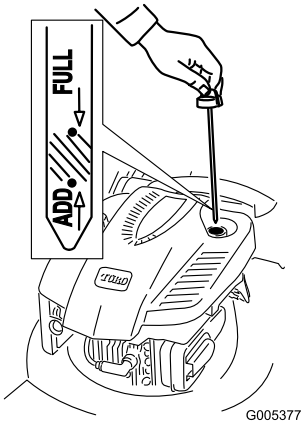

Figura 10
1. Togliete l'asta di livello (Figura 10).
2. Versate **lentamente** l'olio nel tubo di riempimento finché non raggiunge il segno di **pieno** sull'asta (Figura 10). **Non riempite troppo.**Max riempimento: (0,59 litri), tipo: olio detergente SAE 30 con classificazione API SF, SG, SH, SJ, SL o superiore.
1. Togliete l'asta di misurazione del livello dell'olio, asciugatela ed inseritela a fondo nel foro (Figura 10).
2. Estraete l'asta e controllate il livello dell'olio (Figura 10). Se il livello dell'olio è inferiore alla tacca **Add** sull'asta, versate **lentamente** dell'olio nel foro del bocchettone fino a portarne il livello alla tacca **Full** sull'asta. **Non riempite troppo.** (Max riempimento: (0,59 litri), tipo: olio detergente SAE 30 con classificazione API SF, SG, SH, SJ, SL o superiore.)